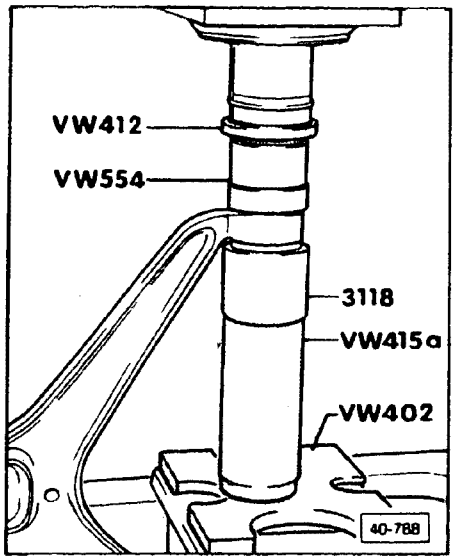

Fig. 2 Control arm bushing, installing
▶ **Fig. 2 Control arm bushing, installing**
▶ **Fig. 2 Control arm bushing, removing**
▶ **Fig. 2 Coil spring, removing/installing**
▶ **Fig. 2 Wheel hub, (82 mm diameter wheel bearing), pressing out**